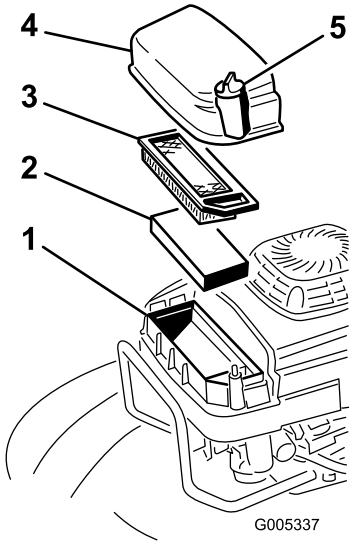

Figure 26
3. Remove the cover and clean it thoroughly (Figure 26).
4. Remove and inspect the paper air filter (Figure 26), and discard it if it is excessively dirty.